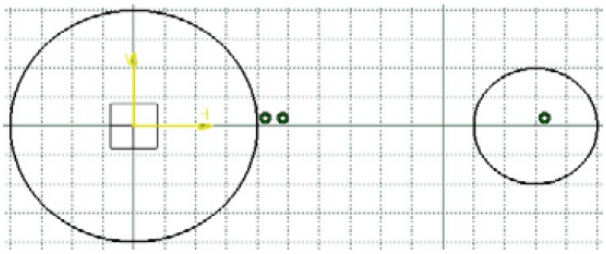

Figure 3-62 *The sketch after drawing the second circle*
6. Move the cursor toward the right and specify the point on the circle when **20** is displayed as the radius value in the **R** edit box of the **Sketch tools** toolbar. The sketch, after drawing the second circle, is shown in Figure 3-62.